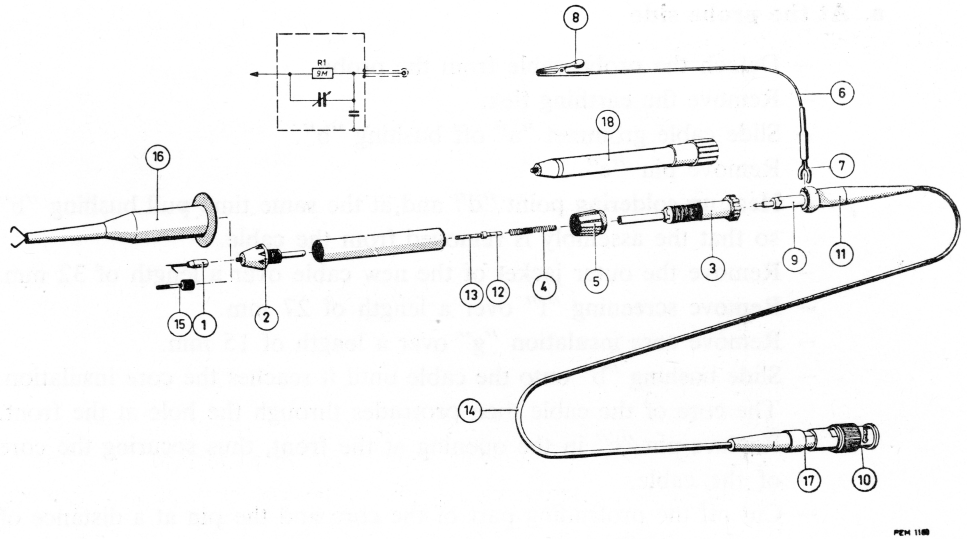

Fig. 13. Mouting diagram of the attenuator measuring probe
C. DISASSEMBLING MEASURING PROBE PM 9326A/10 (Fig. 13)